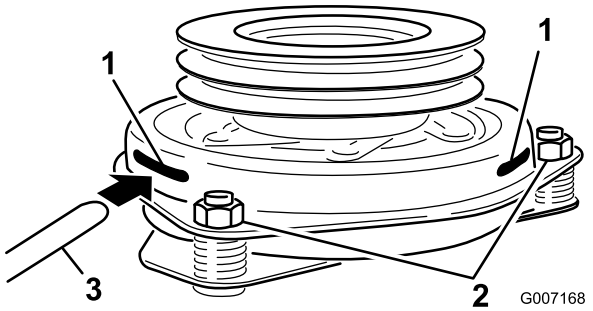

**Figur 54**
9. Før en søger på 0,381-0,533 mm gennem en inspektionsåbning i enhedens side. Sørg for, at den er placeret mellem armaturet og rotorens friktionsoverflader (Figur 54).
10. Tilspænd låsemøtrikkerne, indtil søgeren binder let, men den kan let flyttes inden for luftgabet (Figur 54).